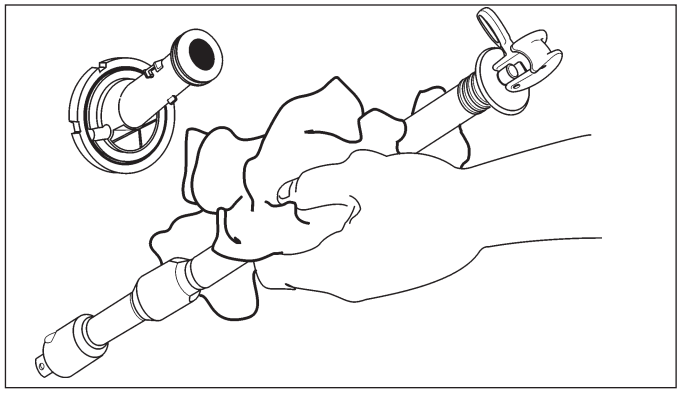

Figure 13.
2. Wipe off fuse cartridge holder and fuse cartridge (see Figure 13).